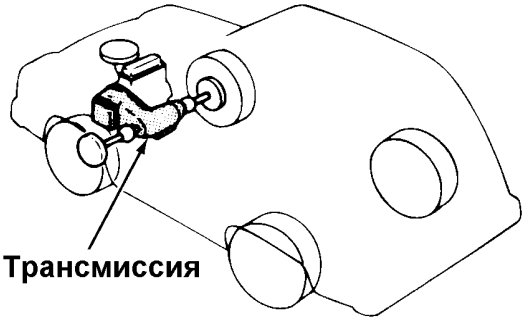

Рис.1-4
- подвод мощности к передним колесам (переднеприводные автомобили); в этом случае все агрегаты трансмиссии компонуются в едином картере, который жёстко крепится к двигателю (рис.1-4); в практике проектирования таких автомобилей встречаются два варианта расположения двигателя и трансмиссии (моторно-трансмиссионного блока) по отношению к продольной оси автомобиля: продольное и поперечное.